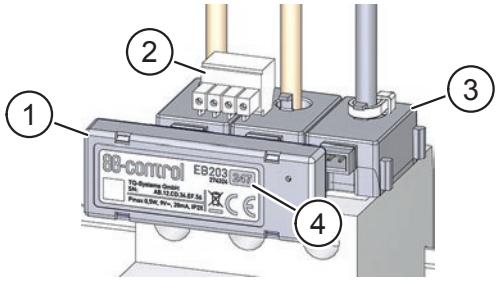

Fig. 5: Enficher la Sensorbar sur les capteurs de courant
► Enfichez la Sensorbar (Pos. 1 dans Fig. 5) sur les capteurs de courant chaînés (Pos. 3 dans Fig. 5) et le connecteur Molex (Pos. 2 dans Fig. 5).
► Notez que les Sensorbars, reliées entre elles, doivent impérativement présenter des adresses différentes (Pos. 4 dans Fig. 5).